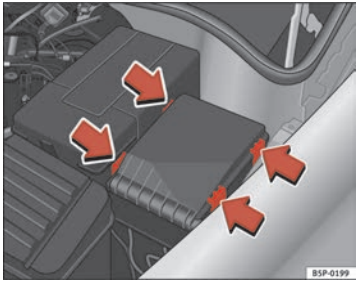

Fig. 182 Fuse box cover in engine compartment ▶
- Prise off the fuse cover in the engine compartment by pressing the tabs towards the centre of the cover ⇒ page 267, fig. 182.